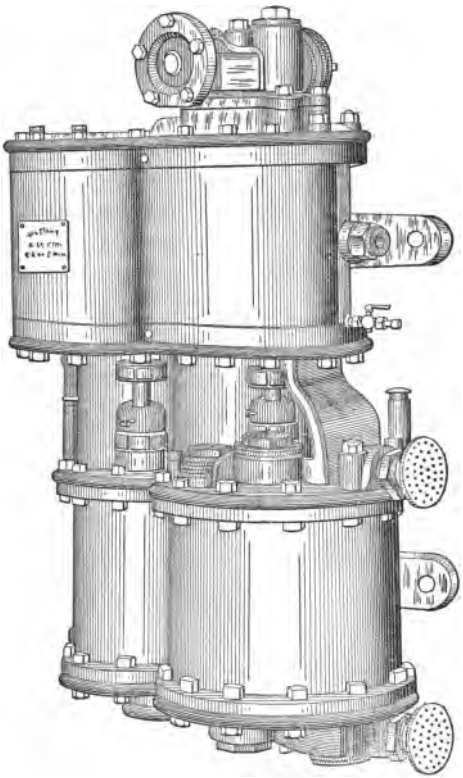

Fig. 129.—8½-INCH CROSS-COMPOUND PUMP.
*Q. What is the type of air pump shown in Fig. 129?*